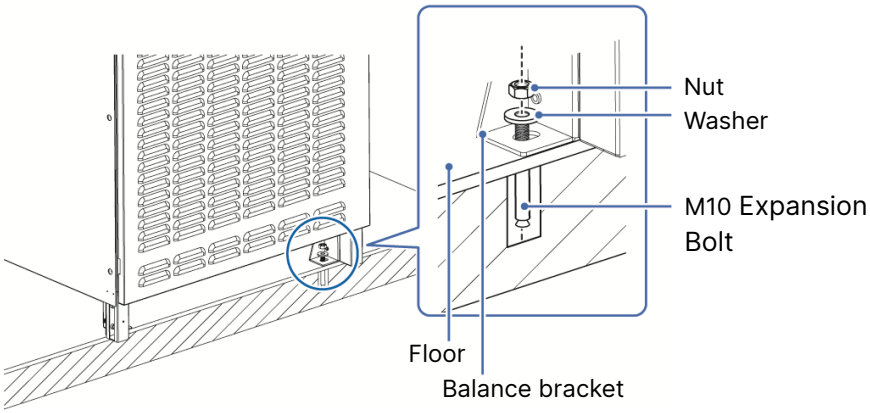

Figure 5-10: 100/ 120kVA UPS_ Fix the Balance Bracket on the Ground
(1) Use two M10 expansion bolts, two washers and two nuts (provided by service personnel) to fix the UPS's two front balance brackets on the ground. Please refer to *Figure 5-10*. Please note that there is no need to install the balance brackets at the rear of the cabinet.
(2) For 20/ 30/ 40/ 50/ 60/ 80/ 100/ 120kVA UPS, unscrew the two M8 screws (already fixed on the top of the cabinet), take out the two wall brackets from the package bag and use the removed two M8 screws to install the two wall brackets on the top left and top right of the cabinet. The tightening torque of M8 screw should be 150 ± 5 kgf-cm (130 ± 4.3 lb-in).